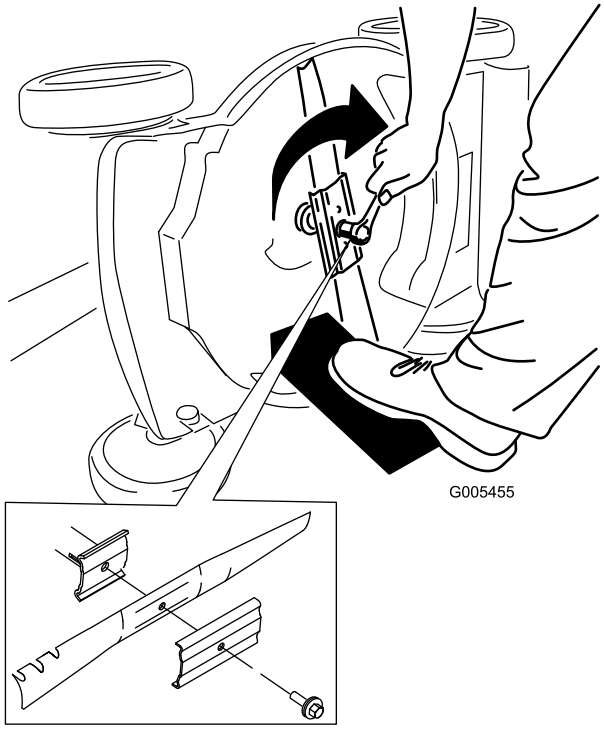

Figura 39
5. Instale la cuchilla nueva y todos los herrajes de montaje (Figura 39).